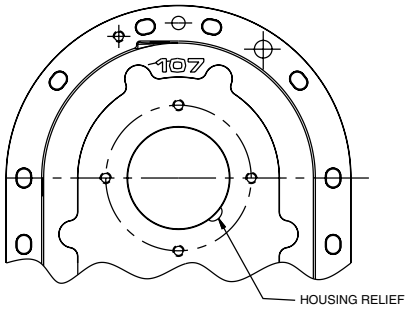

Figure 1-1
1.1.2 On the side opposite of the input shaft, place a straight blade screwdriver in the housing relief next to the metal shield of the “Barrier” sealing system. Tap the screwdriver blade into the side of the metal shield. Pry the metal shield out of the reducer. Refer to Figure 1-1.